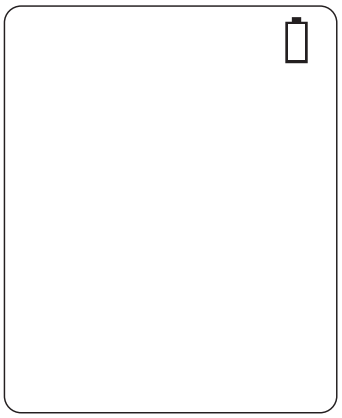

Figure 9
1. Replace battery when "▯" flashes in the upper right corner of LCD display. (See Figure 9)